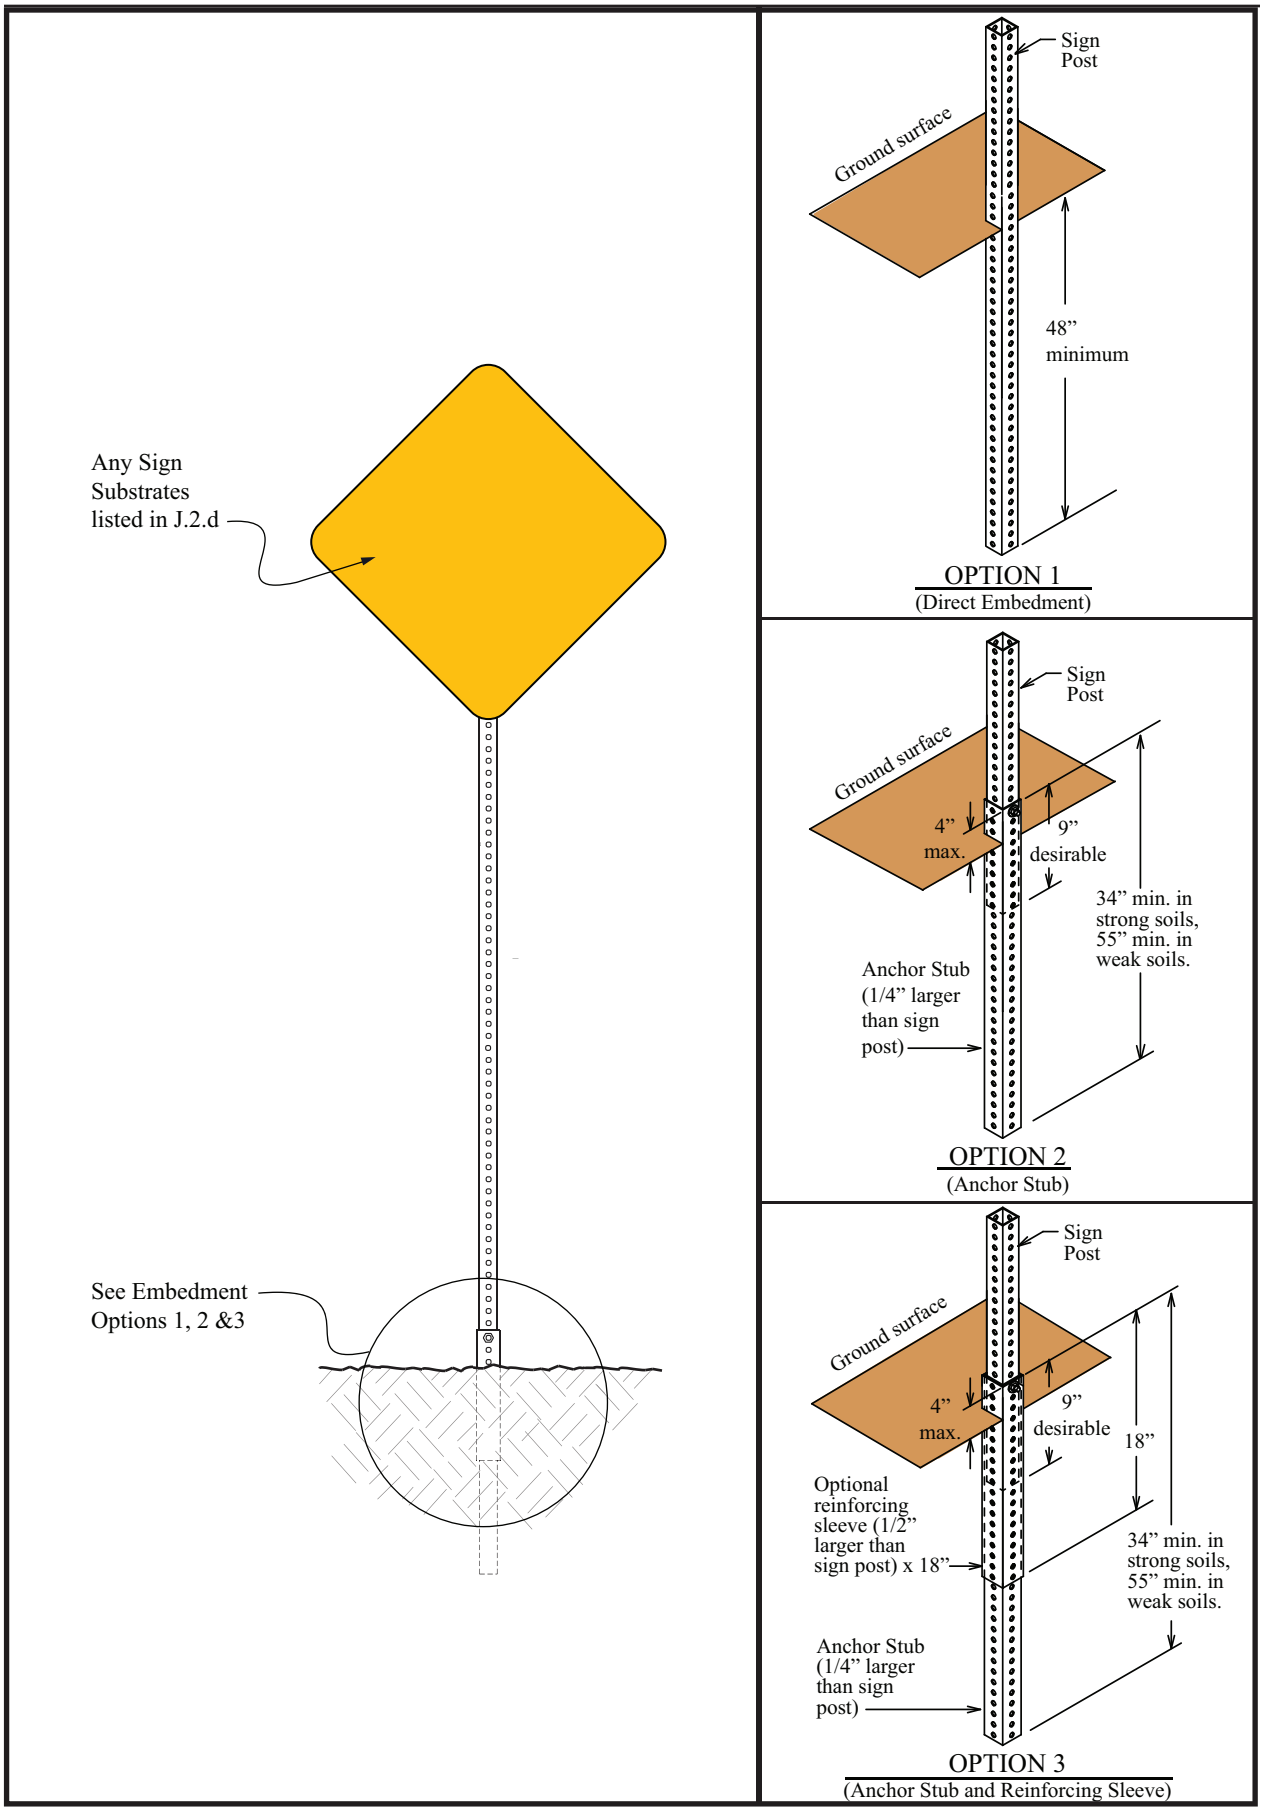

Figure J-5. Perforated square metal tubing with anchor
- Quick-Punch® 14-gauge 2-inch square tubing with 7/16-inch die-cut knockouts on 1-inch centers. This support may be directly embedded a minimum of 48 inches in both weak and strong soils. As an option, an anchor stub may be use. The anchor stub is the next larger size tubing (2-1/4 inch). Additionally, an 18-inch reinforcing sleeve made from the next larger size tubing (2-1/2 inch) may be used. The optional anchor stub, when used, shall be embedded at least 34 inches in strong soils or 55 inches in weak soils with approximately 1 inch protruding above the ground (Figure J-5). Both systems may also be set in concrete, soilcrete, or approved expanding polyurethane foam. No more than 2 posts shall be installed within a 7-foot span.
- Square metal tubing with 7/16-inch holes punched on 1-inch centers. This support may be directly embedded a minimum of 48 inches in both weak and strong soils (Option 1). As an option, an anchor stub may be used. The anchor stub is the next larger size tubing (Option 2). Additionally, an 18-inch reinforcing sleeve made from the next larger size tubing may be used (Option 3). The optional anchor stub, when used, shall be embedded at least 34 inches in strong soils or 55 inches in weak soils with approximately 1 inch protruding above the ground (Figure J-5). Both systems may also be set in concrete, soilcrete, or approved expanding polyurethane foam. The posts may be mounted according to the following table. Any approved sign substrate from Section J.2.d may be used on square metal tubing supports when embedded as per Figure J-5.